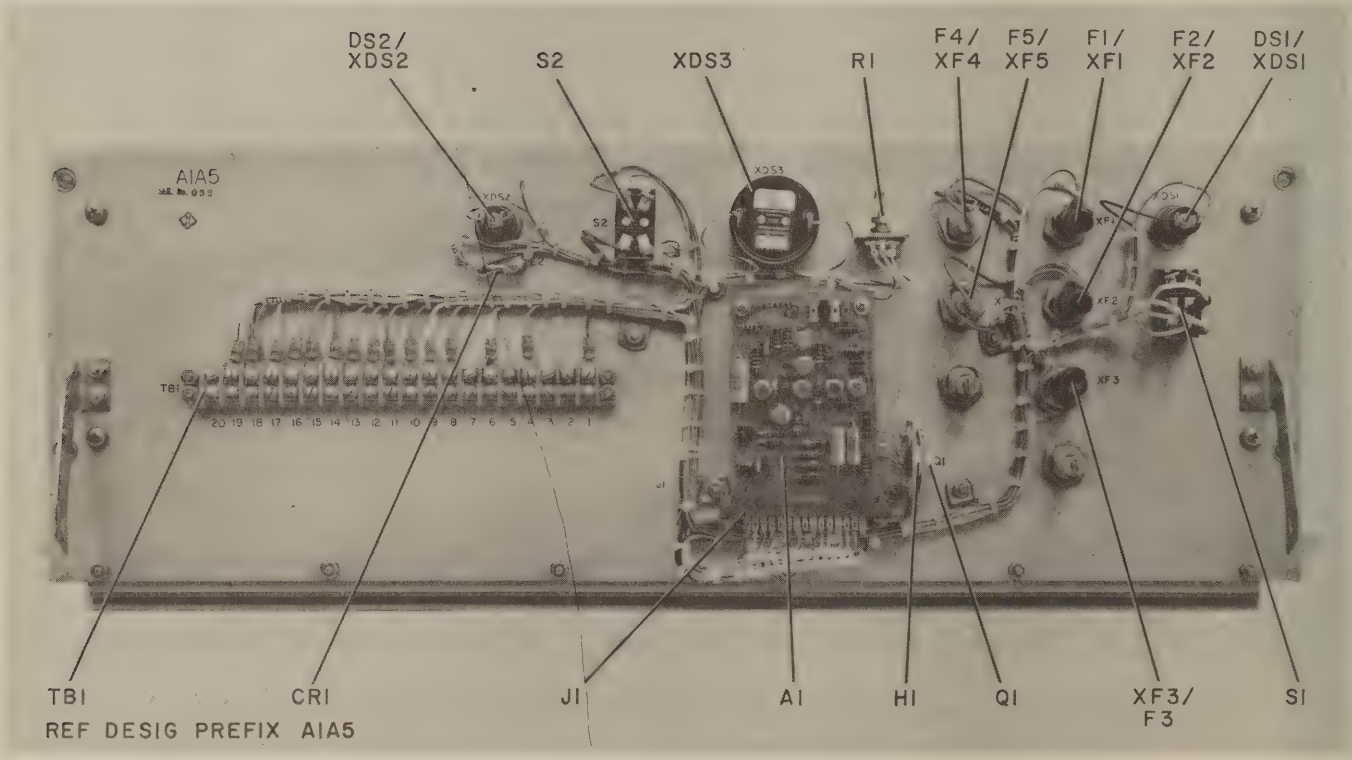

Figure 5-14. Power Control Panel, Component Location
a. Loosen the four retaining screws and lower the Power Control Panel. (figure 5-14).
c. Adjust A1A5R1 (figure 5-14) for a reading of 18 $\pm$ 0.1 volts.